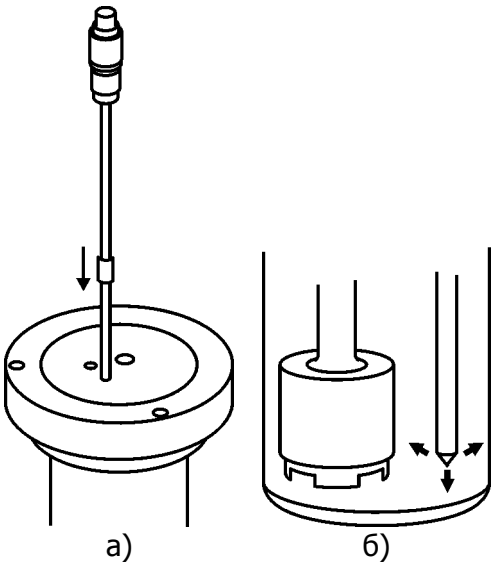

Рисунок 26 — Установка датчика электронного термометра
2.16.17 Вставить датчик электронного термометра в отверстие наименьшего диаметра пробки 4 (см. рисунок 3) и опустить его до упора в дно ячейки. Приподнять датчик на 2 мм и опустить отрезок трубки до пробки, зафиксировав тем самым положение датчика (рисунок 26а). Проконтролировать положение датчика в измерительном сосуде. Конец датчика должен находиться на уровне прорезей в цилиндре 18 и не должен касаться стенки сосуда, дна сосуда и кожуха фильтра (рисунок 26б).